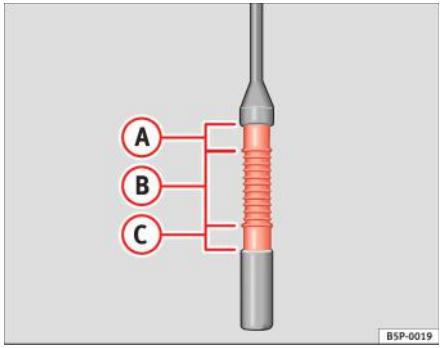

Fig. 162 Joja de ulei.
– Apoi scoateți-o din nou şi verificați nivelul uleiului ⇒ fig. 162. Dacă este necesar, adăugați ulei de motor.